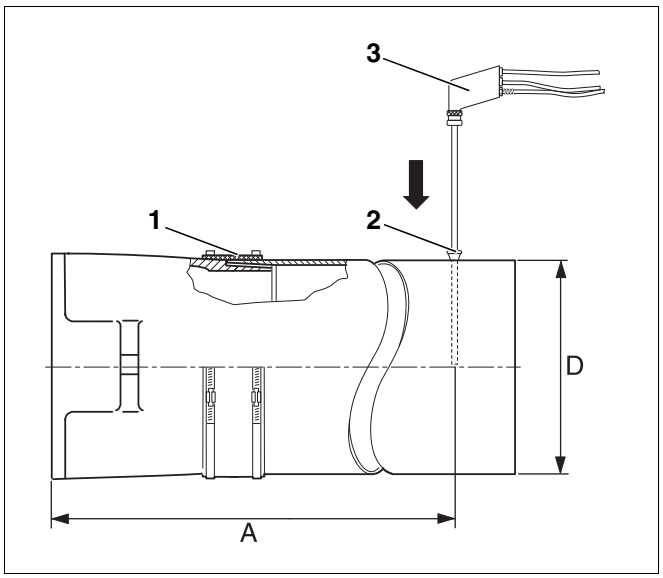

*Рис. 17 Проведение замеров*
Замеры производятся в дымовой трубе. Отверстие для замеров (муфта; Рис. 17, **поз. 2**) должно находиться на расстоянии "A" (примерно два диаметра дымовой трубы "D") от патрубка дымовых газов (Рис. 17). Если сразу после отопительного котла установлено колено для соединения с системой отвода дымовых газов, то замеры нужно производить до этого колена.
Мы рекомендуем установить уплотнительную манжету (Рис. 17, **поз. 1**) для соединения котла с дымовой трубой.
- Опустить измерительный зонд (Рис. 17, **поз. 3**) в центр потока (середина трубы), здесь дымовые газы имеют наивысшую температуру.